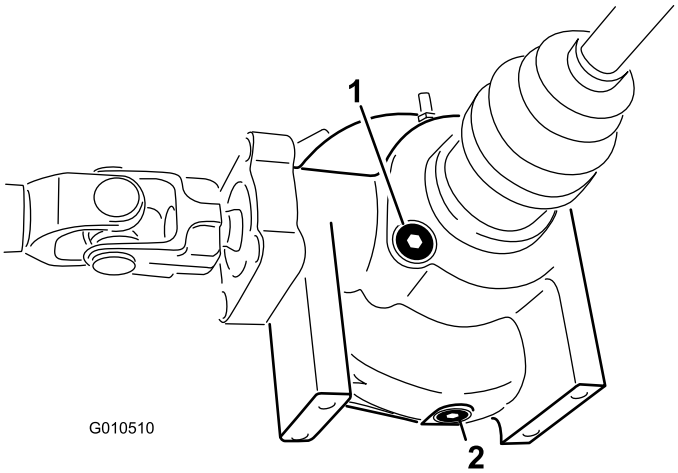

Figura 20
2. Pulite la zona attorno al tappo di controllo e riempimento sul lato del differenziale (Figura 20).